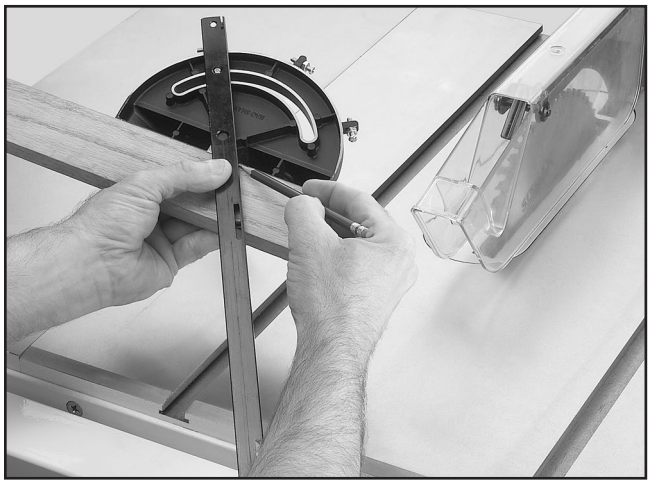

Figure 62. Example of marking miter line.
4. Place face of miter gauge against edge of workpiece and place bar across face of workpiece. Use bar as a guide to mark your cut, as shown in **Figure 62**.